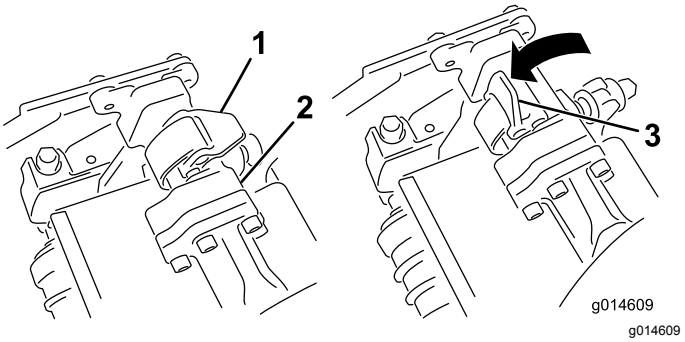
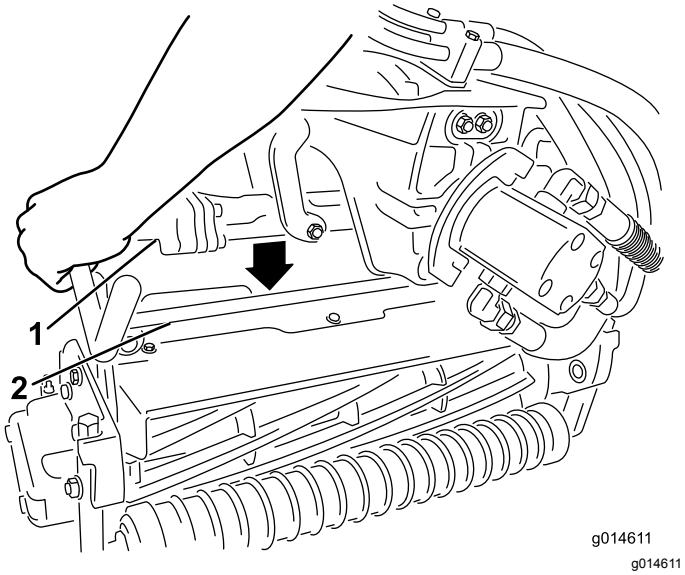

Rysunek 36
Rysunek 37
4. Gdy zapadki na pręcie ramienia podwieszonego skierowane są ku górze (tzn. gdy są otwarte) (Rysunek 36), popchnij ramię podwieszone w dół, tak aby pręt dopasował się do innego pręta w górnej części zespołu tnącego (Rysunek 37).
5. Zamknij zapadki wokół pręta zespołu tnącego, a następnie zablokuj je na swoim miejscu(Rysunek 36).
5. Otwórz zapadki na pręcie ramienia podwieszonego demontowanego zespołu tnącego (Rysunek 36).